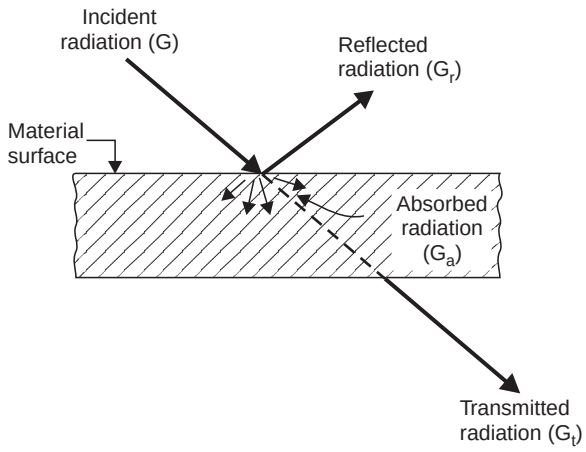

Fig. 15.46. Absorption, reflection and transmission of radiation.
When incident radiation also called **irradiation** (defined as the *total incident radiation on a surface from all directions per unit time and per unit area of surface),* expressed in W/m^2 and denoted by (G) impinges on a surface, three things happens ; a part is *reflected* back (G_r), a part is *transmitted* through (G_t), and the remainder is *absorbed* (G_a) depending upon the characteristics of the body, as shown in Fig. 15.46.